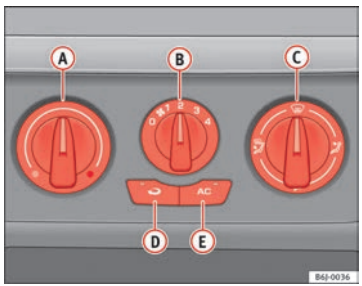

Fig. 95 Mandos del Aire Acondicionado en el tablero de instrumentos
– Desconecte el sistema de refrigeración con la tecla ⇒fig. 95 AC (se apaga el testigo de la tecla).
Con la recirculación de aire en marcha ⇒ fig. 95 (se enciende un testigo en la tecla), se evita que los malos olores del exterior, por ejemplo, al atravesar un túnel o en un atasco, penetren en el habitáculo.